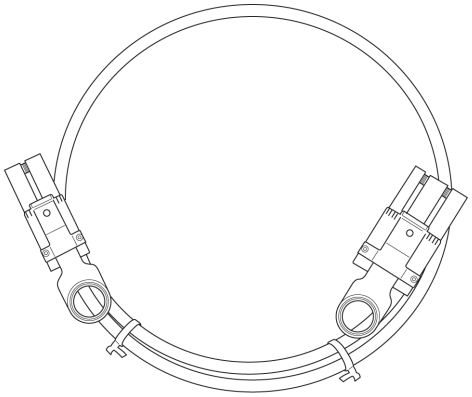

Figure 3.63: iPass x4 to x8 Straight Cable
- ❑ 2 iPass Straight cables for x8 (see Figure 3.63 below)
- ❑ iPass x4 to x8 Straight Cable (see Figure 3.63 on page 129)
- ❑ iPass x4 to x8 Straight Cable(s) (see Figure 3.63 on page 129)
- ❑ iPass x4 to x8 Straight cable for x1 and x4 (see Figure 3.63 on page 129).
- ❑ 1 iPass x4 to x8 Straight cable for x4 (see Figure 3.63 on page 129)